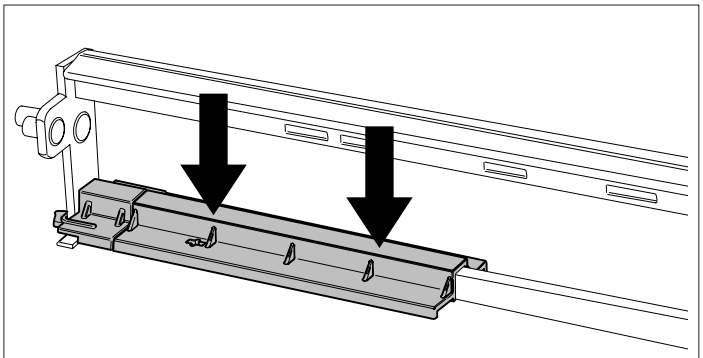

FIG.7.19
- Introduzcan, según lo indicado en la *Fig. 7.19* el detalle 05203715 presionando con fuerza en dos puntos según lo indicado por la flecha hasta el encastre completo.